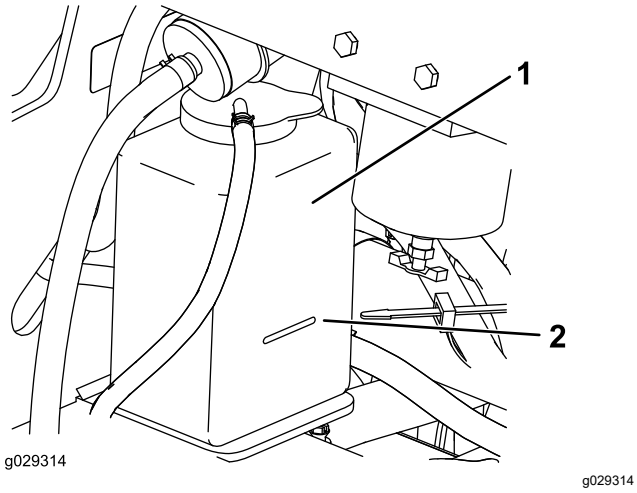

**Rysunek 68**
3. Należy sprawdzać poziom płynu w zbiorniku wyrównawczym (Rysunek 68).